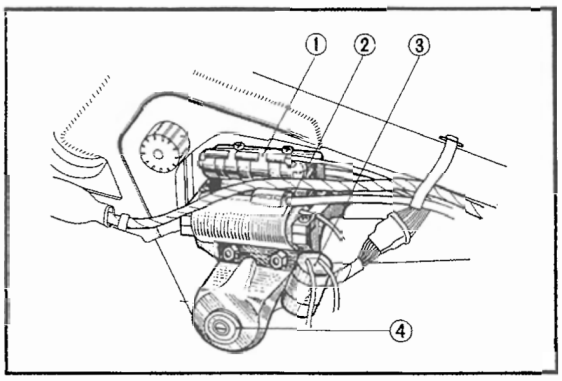

Fig. 4. 37 Mounting positions of electrical items
12. Knock out the ball races from the head pipe by using a wooden drift. **(Fig. 4. 38)**